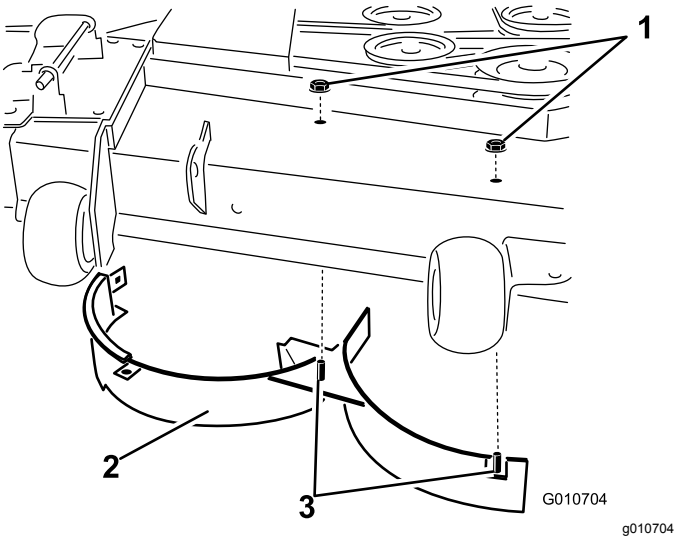

Figuur 18
11. Verwijder de 2 borgmoeren (5/16") die aan de gelaste stutten van de rechterplaat bevestigd zijn bovenop het maaidek in het midden en rechts ervan (Figuur 18).
12. Verwijder de slotbout en borgmoer waarmee de rechterplaat aan de bovenkant van het maaidek is bevestigd en verwijder het rechterschot van het maaidek (Figuur 18).